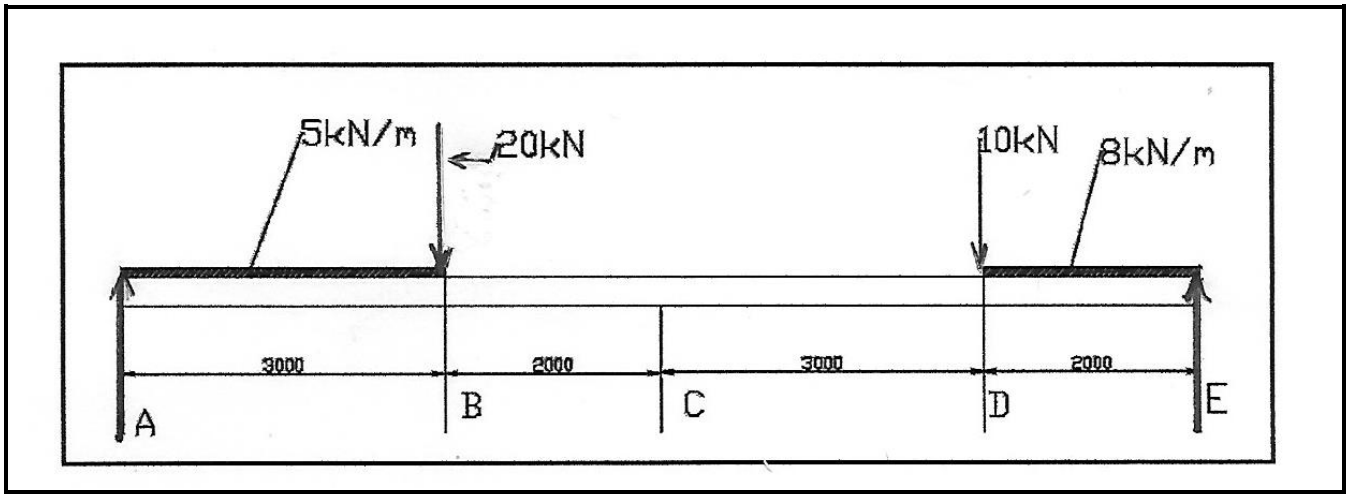

FIGUUR 2
1.4 FIGUUR 2 toon 'n ligte horisontale belaste balk ABCDE.